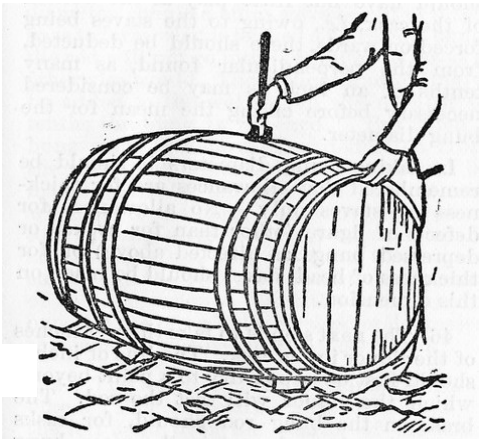

Abb. 2
- Das Fass-Volumen berechnen (Abb. 2 & 3)